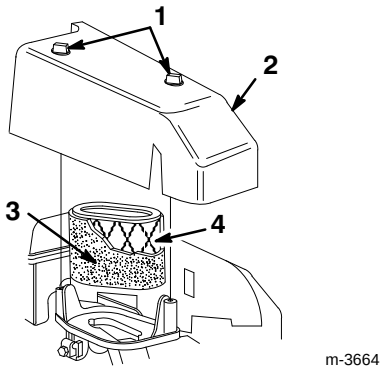

Afbeelding 22
3. Haal de twee knoppen los waarbij het deksel van het luchtfilter aan de motor vastzit (Afb. 22).
4. Haal het deksel eraf en maak het grondig schoon (Afb. 22).
6. Als het voorfilter vuil is, wast u het met een mild schoonmaakmiddel en water. Spoel het voorfilter in schoon water en laat het drogen (Afb. 22).
8. Plaats het voorfilter het papieren filterelement (Afb. 22).
9. Breng het deksel van het luchtfilter weer aan (Afb. 22).
10. Zet het deksel goed vast met de twee knoppen (Afb. 22).